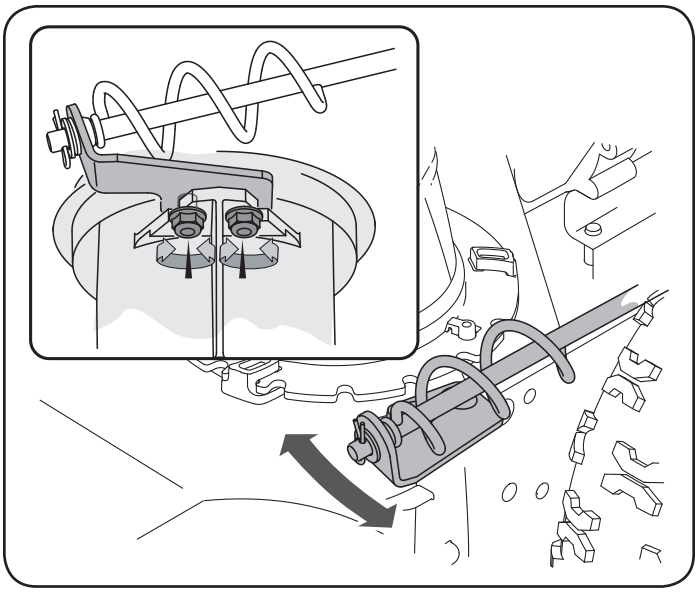

Figure 12
1. loosen the two nuts which secure the chute bracket and reposition it slightly. See Figure 12.